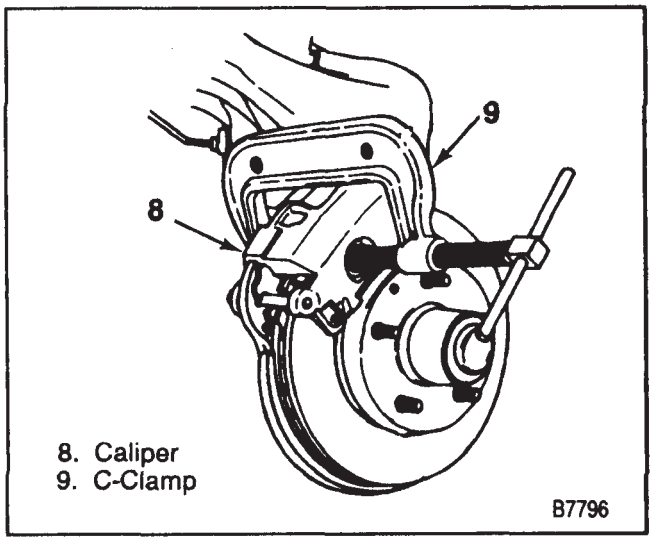

Figure 5—Compressing the Caliper Piston
- Tighten until the piston bottoms in the bore (figure 5).